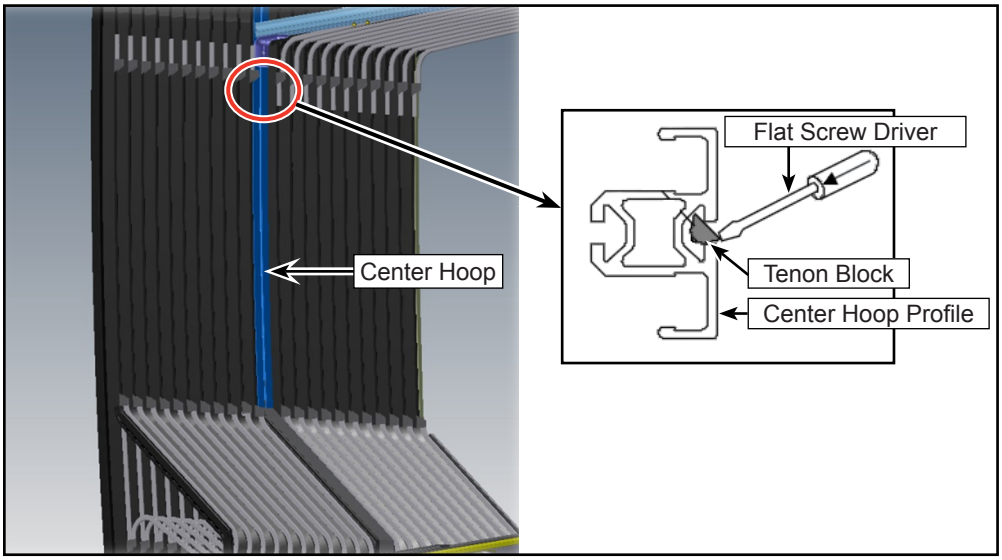

Figure 5 - Installation of Tenon Block
1.6. Install the new tenon block into the center hoop profile (right below the horizontal guiding profile) on both sides with a flat screw driver as shown (see Figure 5).